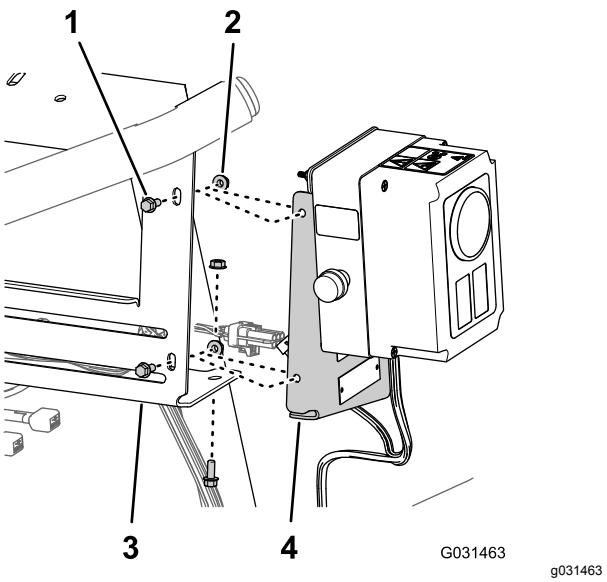

Figur 19
1. Fjern de tre flangehovedbolte (1/4 x 5/8 tomme) og tre takkede flangemøtrikker (1/4 tomme), der fastgør monteringspladen til kontrolkassen på manifoldbeslaget til sprøjteventilerne (Figur 19).
2. Adskil monteringspladen fra manifoldbeslaget (Figur 19).